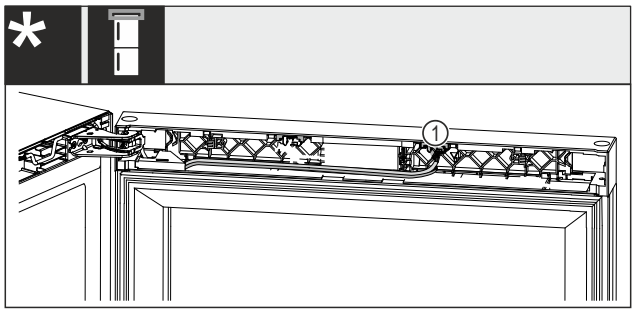

*Fig. 25 Kombinovaná chladnička na víno s mrazničkou**
▶ Vytáhněte zástrčku *Fig. 25 (1)* z uložení.*